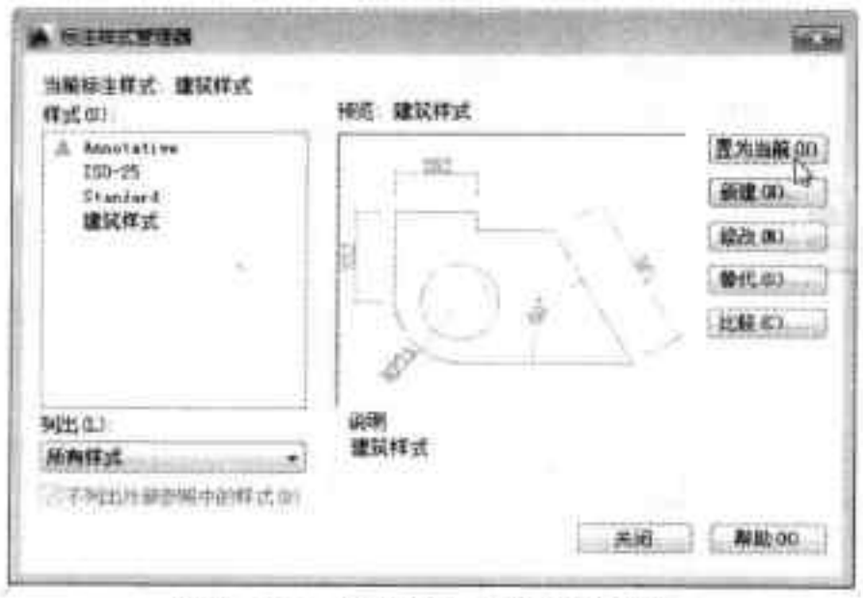

图9-85 完成尺寸样式的设置
Step09 设置完成后，单击“确定”按钮，返回上一层对话框，单击“置为当前”按钮，完成尺寸样式的设置，如图 9-85 所示。